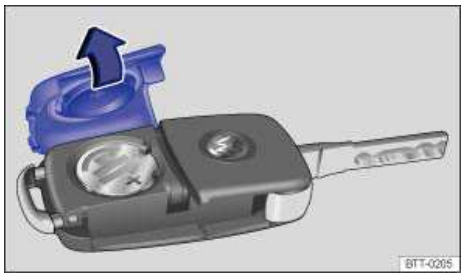

Fig. 23 Remote control vehicle key: Open battery compartment cover.
The battery is on the back of the remote control vehicle key under a cover ⇒ fig. 23.
- Position the cover as shown ⇒ fig. 23 and press it down (opposite to direction of the arrow) until you hear it click into place.